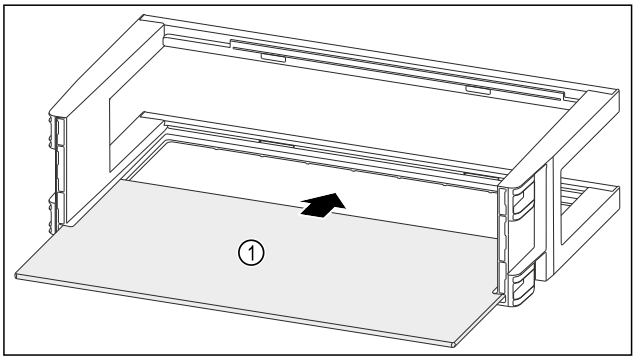

Fig. 133
- ▶ Odkládací plochu *Fig. 133 (1)* zasuňte do bočních vybrání.